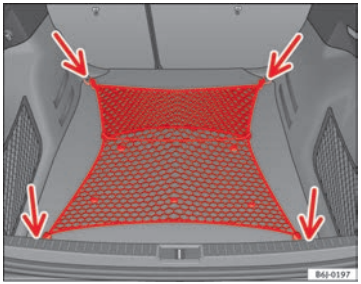

Fig. 95 Stretched luggage net
– Secure the luggage net to the four fastening rings -arrows- ⇒ Fig. 95.